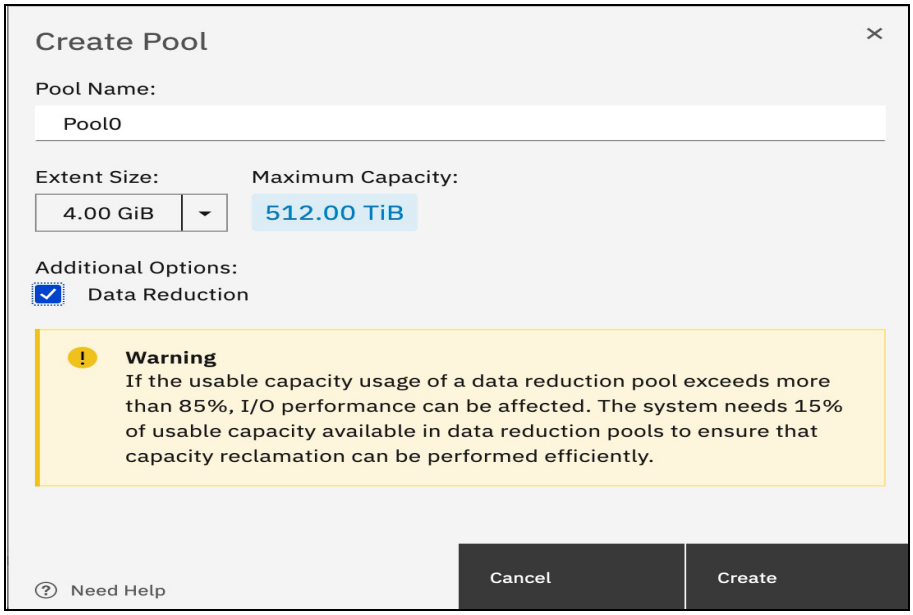

Figure 4-8 Create Pool window
d. Click **Create** (see Figure 4-8).